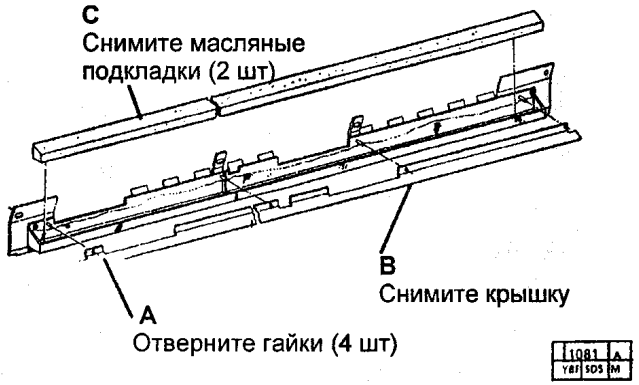

Рис. 2 Снятие масляных подкладок
5. (РИС. 2): СНИМИТЕ МАСЛЯНЫЕ ПОДКЛАДКИ.